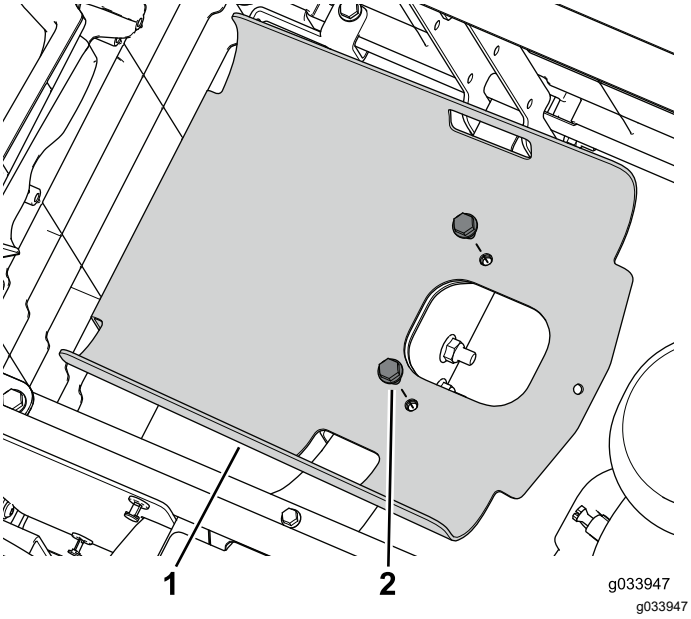

Rysunek 5
5. Odkręć 2 śrub z łbem kołnierzowym mocujące płytę zbiornika do ramy (Rysunek 5).
5. Zamocuj płytę zbiornika do ramy z wykorzystaniem 2 śrub z łbem kołnierzowym odkręconych wcześniej (Rysunek 5).